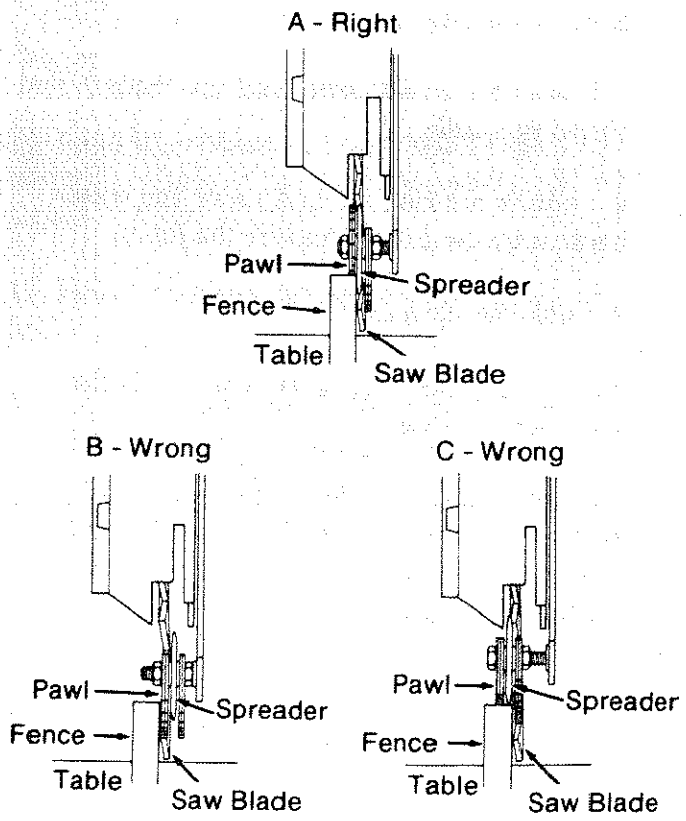

Fig. 77 - A,B,C
12. **If** the *spreader* and *blade* both rest against the *fence,* no adjustment is needed. (Figure 77 -A) Go to step 17, **or**
If the *spreader* is in front of the *fence* but not touching it (Figure 77-B), go to step 13, **or**
If the spreader hits the top of the *fence* (Figure 77 -C), go to step 13.